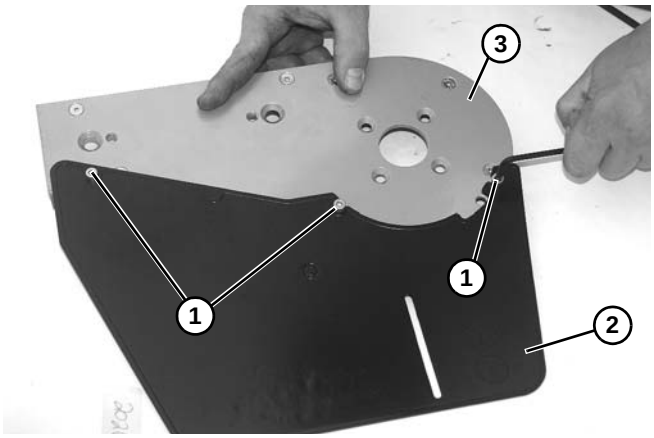

Figure 76
2. Remove three socket head screws **(Figure 76, item 1)** and remove drive plate guard **(Figure 76, item 2)** from drive plate **(Figure 76, item 3)**.